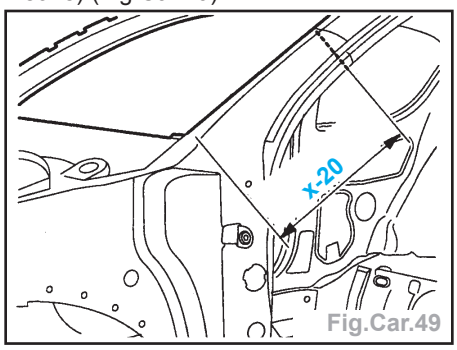

Fig.Car.49
- Tracer puis découper en B à l'aide d'une meule épaisseur 1 mm (coupe provisoire) (Fig.Car.49).